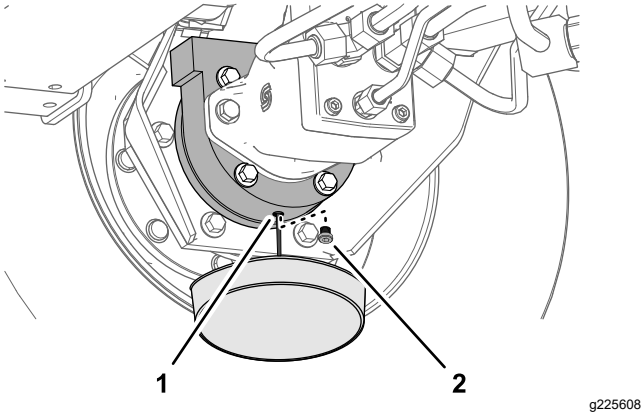

Figur 103
6. Plasser et tappefat under bremsehuset. Ta ut tappepluggen, og la all oljen renne ut (Figur 103).